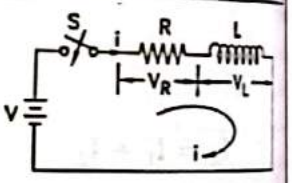

FIG. 1.176(a) : R-L CIRCUIT
- Consider a circuit having a resistance $R$ and an inductance $L$ connected to a d.c. source of voltage $V$ as shown in Fig. 1.176(a).